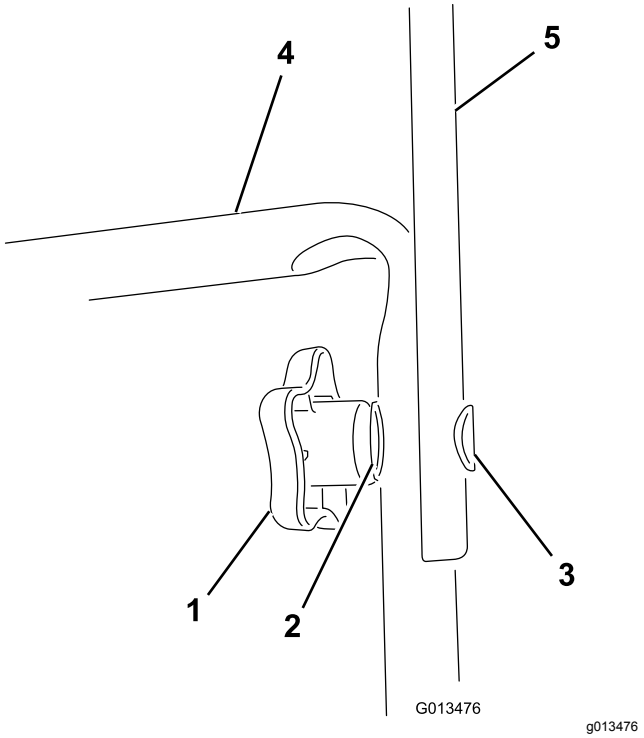

**Figura 1**
2. Montate la sezione superiore della stegola nella sezione inferiore con le relative manopole, rondelle concave e bulloni ovali, come mostrato in Figura 1.